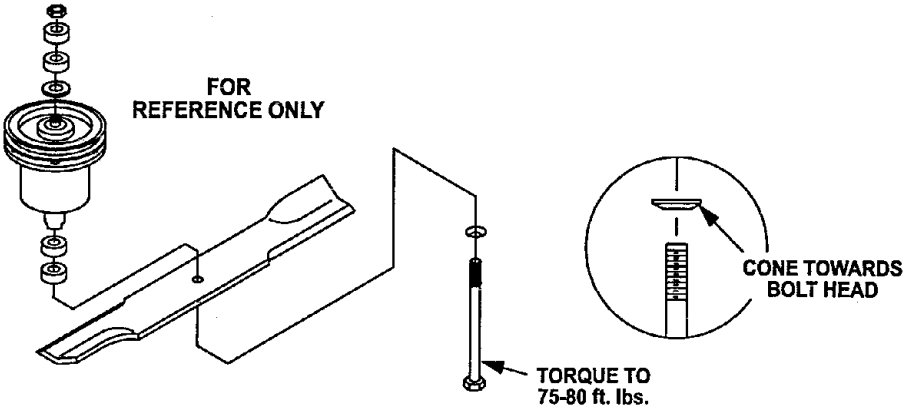

**FIG. 7**
g) Re-install the blades (if they were removed) and torque blade bolts to 75-80 ft.lbs. Be sure the spring disk washer cone is installed toward the bolt head (See Figure 7).